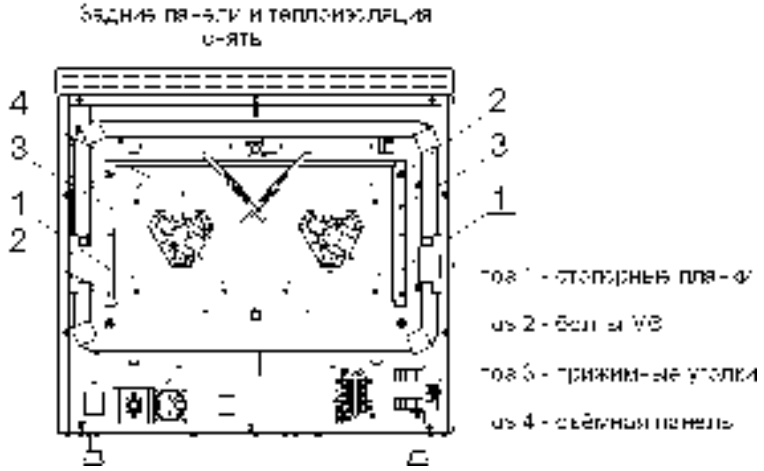

Рис. 6
6. Разогнуть концы стопорных планок (см. рис.6)
7. Вывернуть шесть болтов М6 (головка на 10мм) (см. рис.6)
8. Снять две стопорные планки и два прижимных уголка (см. рис.6)